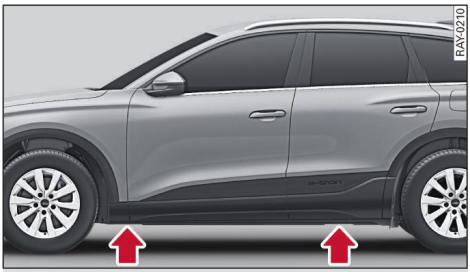

Fig. 151 Sills: markings
- Locate the marking on the door sill closest to the wheel being changed ⇨ *Fig. 151*. The jacking point is located behind the marking on the door sill.